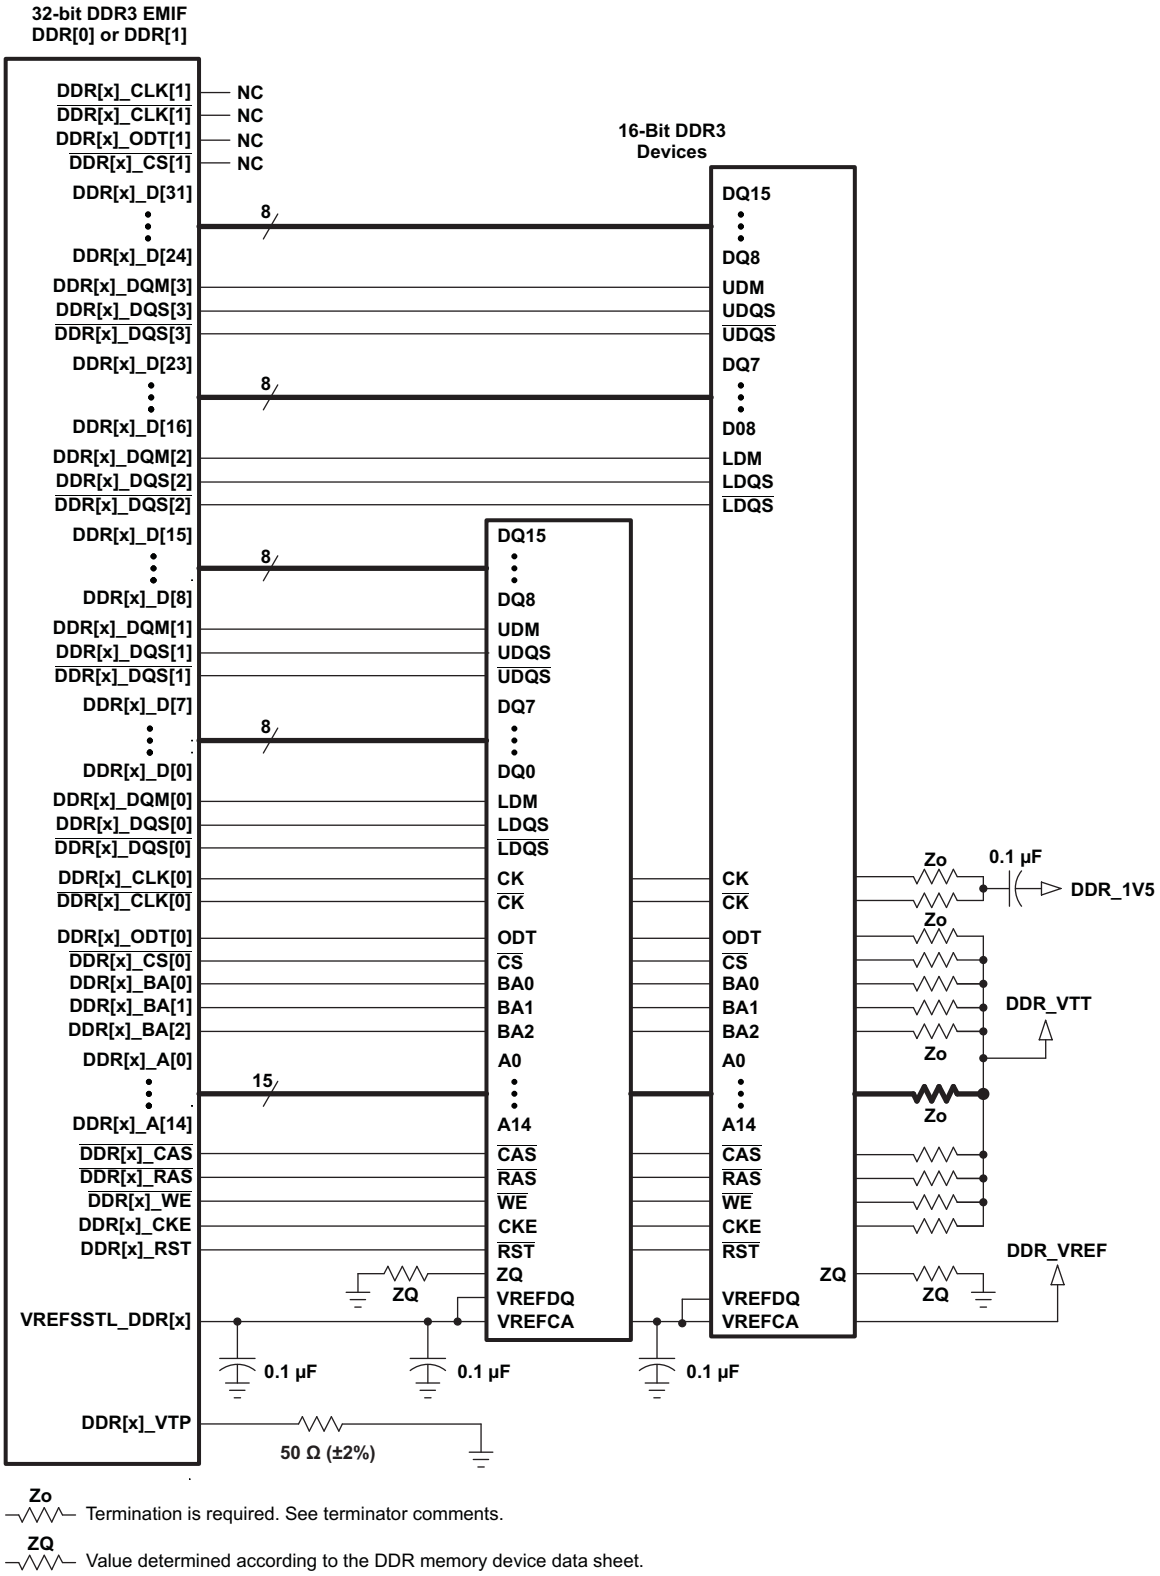

Figure 9-13. 32-Bit, One-Bank DDR3 Interface Schematic Using Two 16-Bit DDR3 Devices
The DDR3 interface schematic varies, depending upon the width of the DDR3 devices used and the width of the bus used (16 or 32 bits). General connectivity is straightforward and very similar. 16-bit DDR devices look like two 8-bit devices. Figure 9-13 and Figure 9-14 show the schematic connections for 32-bit interfaces using x16 devices.
Note that the 16-bit wide interface schematic is practically identical to the 32-bit interface (see Figure 9-13 and Figure 9-14); only the high-word DDR memories are removed and the unused DQS inputs are tied off. The processor DDR[x]_DQS[2] and DDR[x]_DQS[3] pins should be pulled to the DDR supply via 1-kΩ resistors. Similarly, the $\overline{\text{DDR[x]_DQS[2]}}$ and $\overline{\text{DDR[x]_DQS[3]}}$ pins should be pulled to ground via 1-kΩ resistors.
(1) DDR3 speed grade depends on desired clock rate. Data rate is 2x the clock rate. For DDR3-1600, the clock rate is 800 MHz.
(2) For valid DDR3 device configurations and device counts, see Section 9.3.2.3, Figure 9-13, and Figure 9-14.